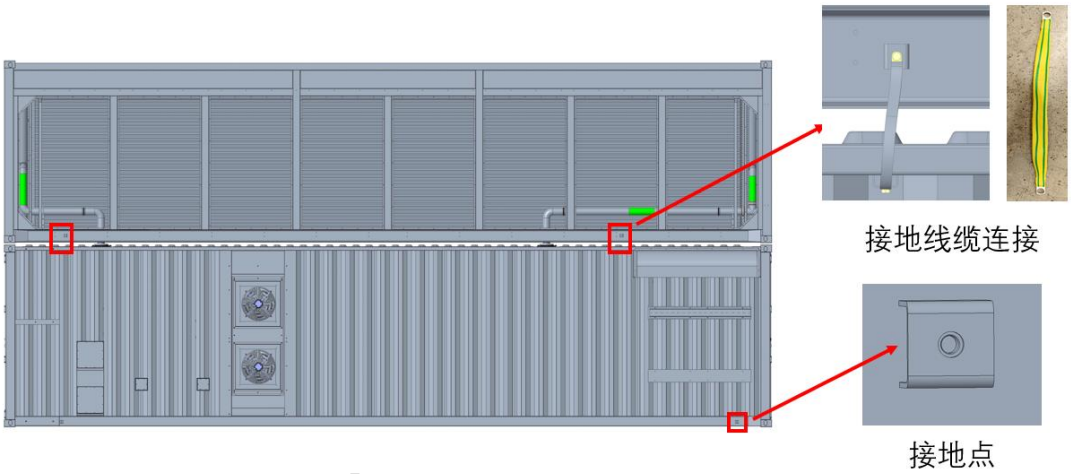

图 6.7 集装箱接地位置示意图
b) 集装箱的两侧有接地螺柱，需要将集装箱的壳体可靠接地，集装箱至少要有对角两处以上可靠接地，集装箱顶部与干冷塔底部均布有接地点，两者之间用接地黄绿线缆连接，具体位置见图 6.7.